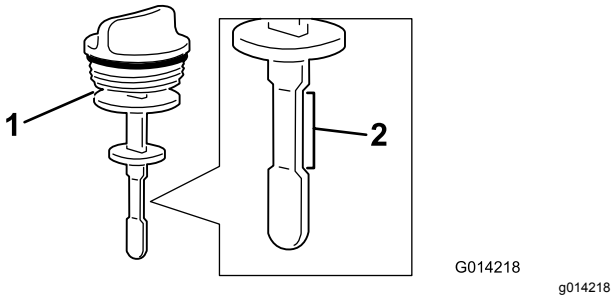

**Рисунок 90**
**Примечание:** Уровень жидкости должен находиться в пределах безопасного рабочего диапазона на масломерном щупе (Рисунок 90).